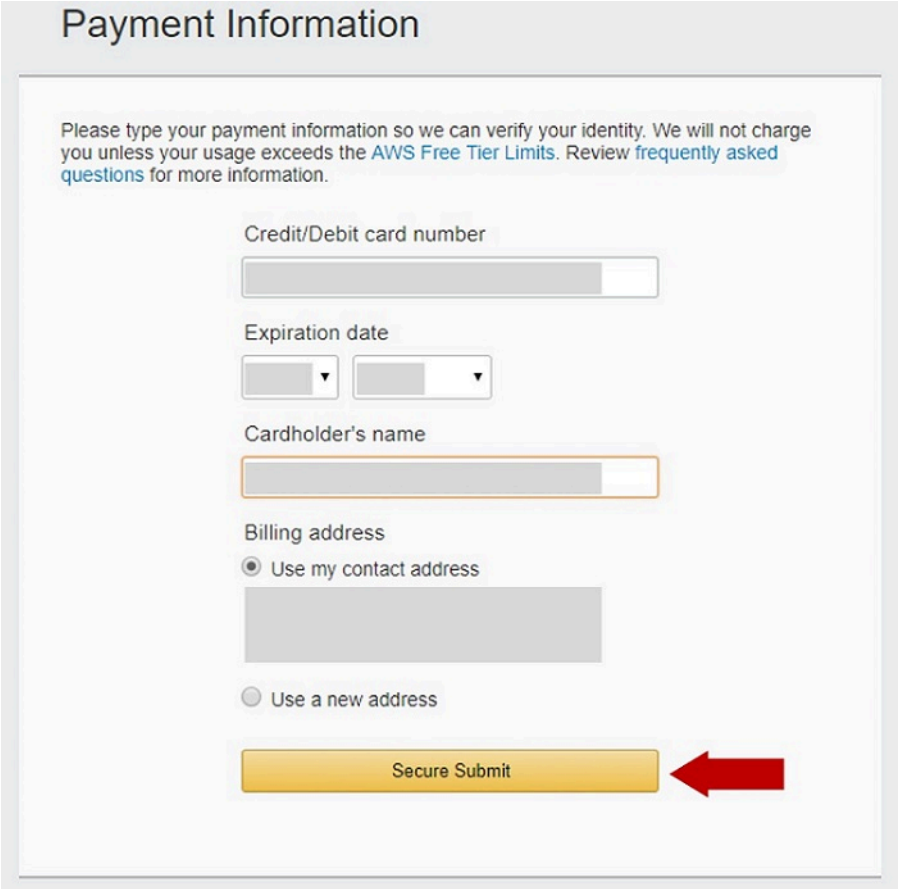

Figure 6. Create an AWS IoT Core account - Payment information
5. Supply a valid credit or debit card and click ***Secure Submit*** as shown in Figure 6. AWS will use it to verify your identity (i.e.there might be a record for a $1 transaction on your bank statement that will be automatically returned). AWS will not charge you